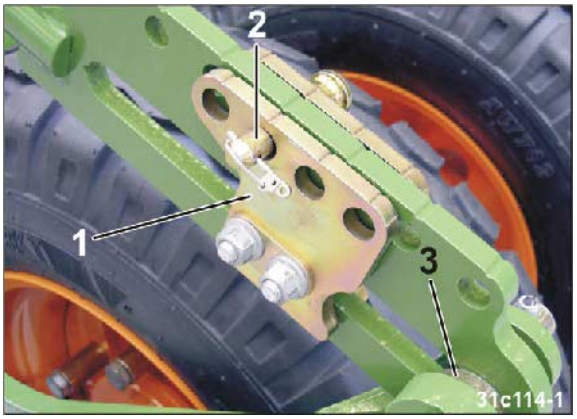

**Fig. 167**
4. Placez le limiteur de profondeur (Fig. 167/1) à la position souhaitée.
5. Bloquez l'axe (Fig. 167/2) avec une goupille.
→ Les bras supports (Fig. 167/3) reposent contre les limiteurs de profondeur (Fig. 167/1).